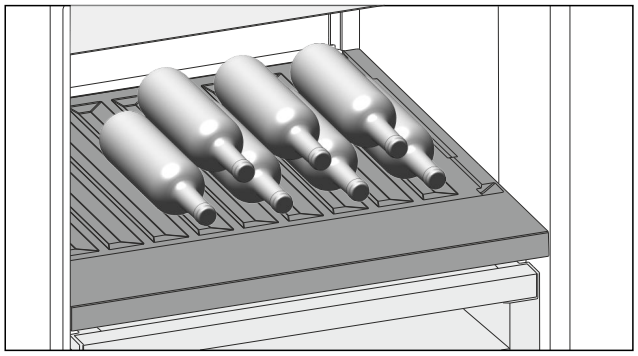

Fig. 138 Example illustration
▶ Place bottles in the back row with their bases against the back wall. (see Fig. 138)